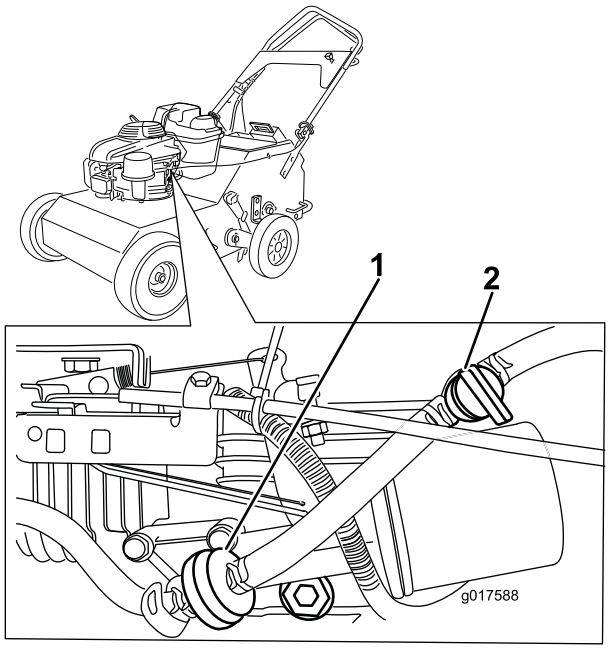

Figure 9
2. Ouvrez le robinet d'arrivée de carburant en l'alignant sur le flexible d'alimentation (Figure 9).
3. Avancez complètement la commande d'accélérateur à la position STARTER (Figure 9).